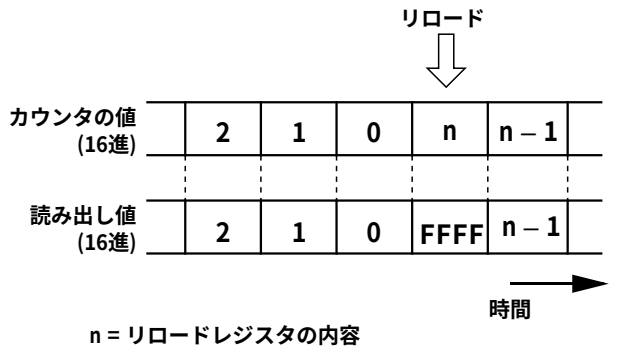

図2.3.12. タイマBiレジスタの読み出し
(2) カウント中のカウンタの値は、タイマBiレジスタを読み出すことによって任意のタイミングで読み出すことができます。ただし、図2.3.12に示すリロードタイミングで読み出した場合、FFFF16が読み出されます。カウント停止中にタイマBiレジスタに値を設定した後、カウンタがカウントを開始するまでの期間に読み出しを行った場合、設定値が読み出されます。